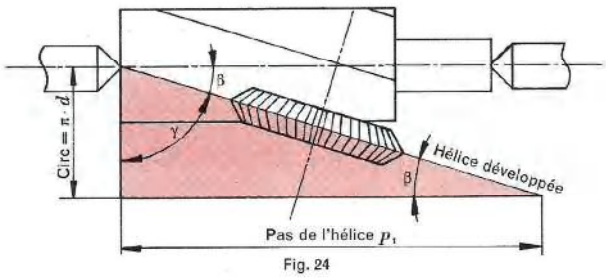

Fig. 24
c) L'inclinaison de la table ou de la fraise (fig. 24)